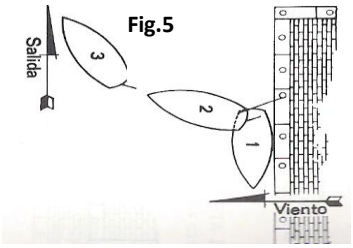

Fig.5
a) DESATRAQUE CON VIENTO DE TIERRA ESTANDO POPA A LA SALIDA (Fig.5)